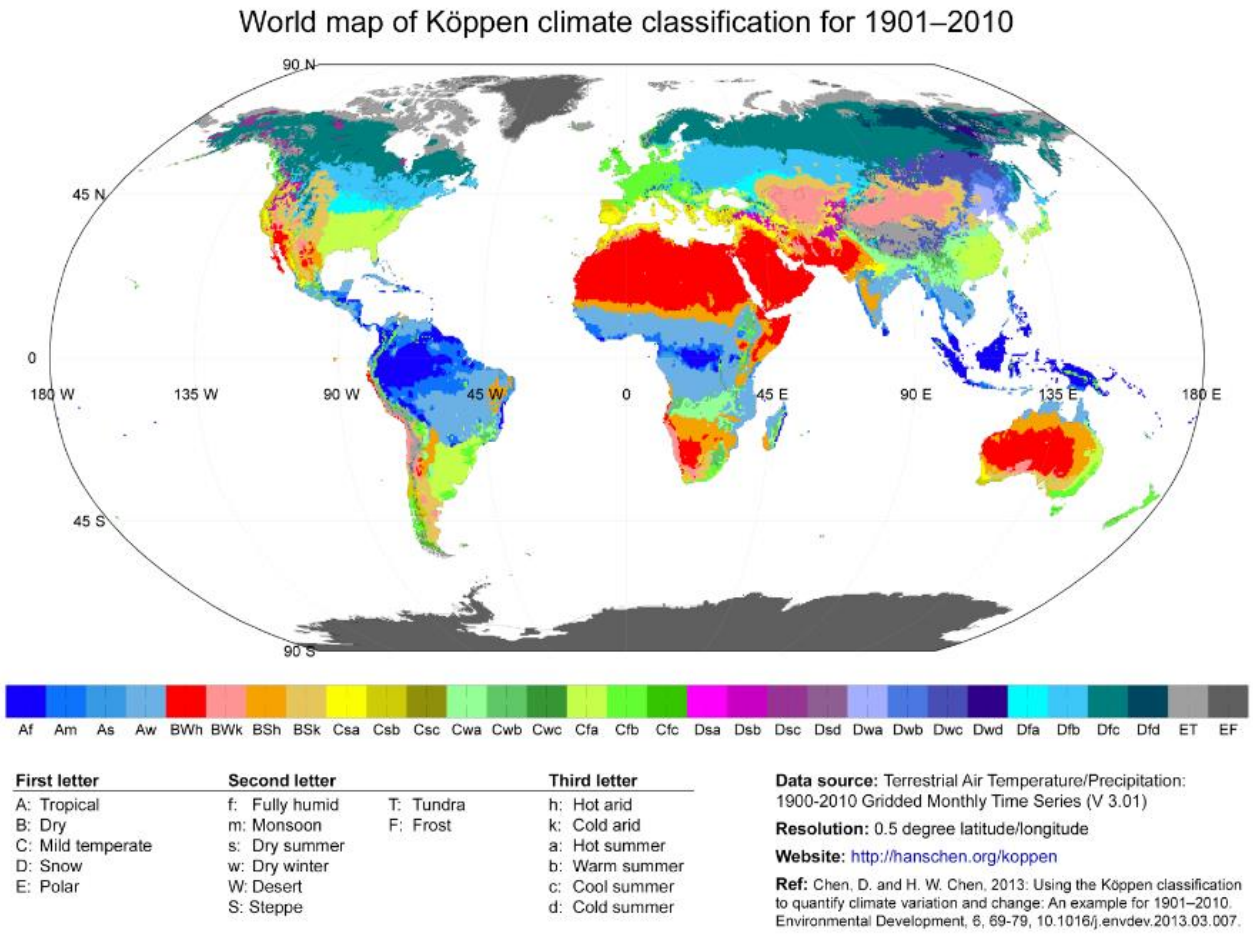

Figure A.2 Spatial distribution of the Köppen climate types for the period from 1901 to 2010
- The operational temperature is influenced by the minimum distance between the module bottom and the surface of roof or wall. The distance is related to the climate. Figure A.2 shows climate area distribution of the Köppen climate types for the period from 1901 to 2010. In any climate regions except for BWh area, the minimum distance should be 10.2 cm (4.0 in). If you want to determine a specific distance on your project located in the BWh climate area, please contact Canadian Solar's technical service team. For more information about Köppen climate types, please refer to http://hanschen.org/koppen.